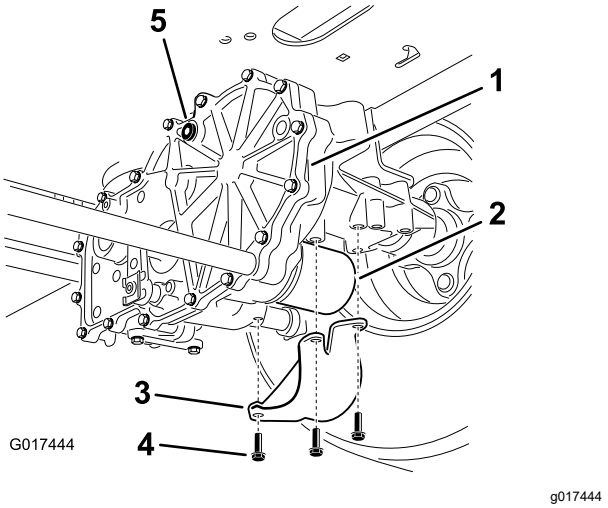

Figur 70
4. Finn filteret og vernene på hvert transakseldrivsystem (Figur 70).
5. Fjern de tre skruene som fester filtervernet og vernet (Figur 70).